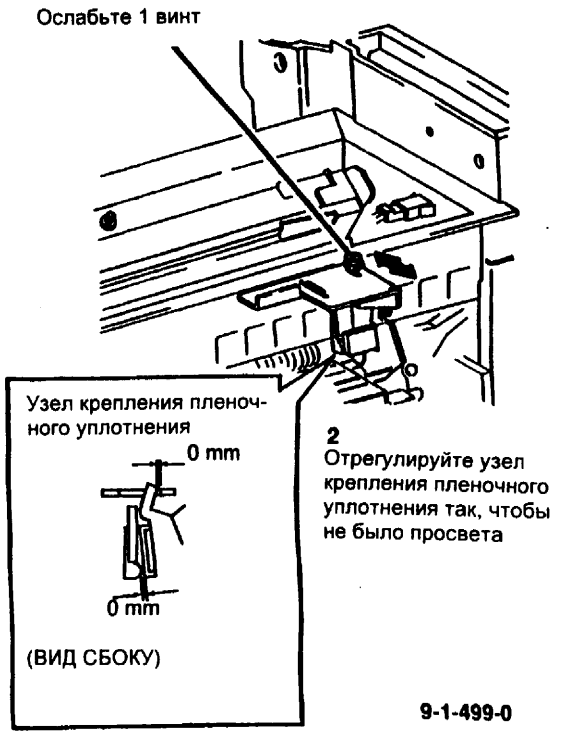

Рис. 2 Регулировка зазора
1. (Рис. 2) Отрегулируйте пленочное уплотнение.